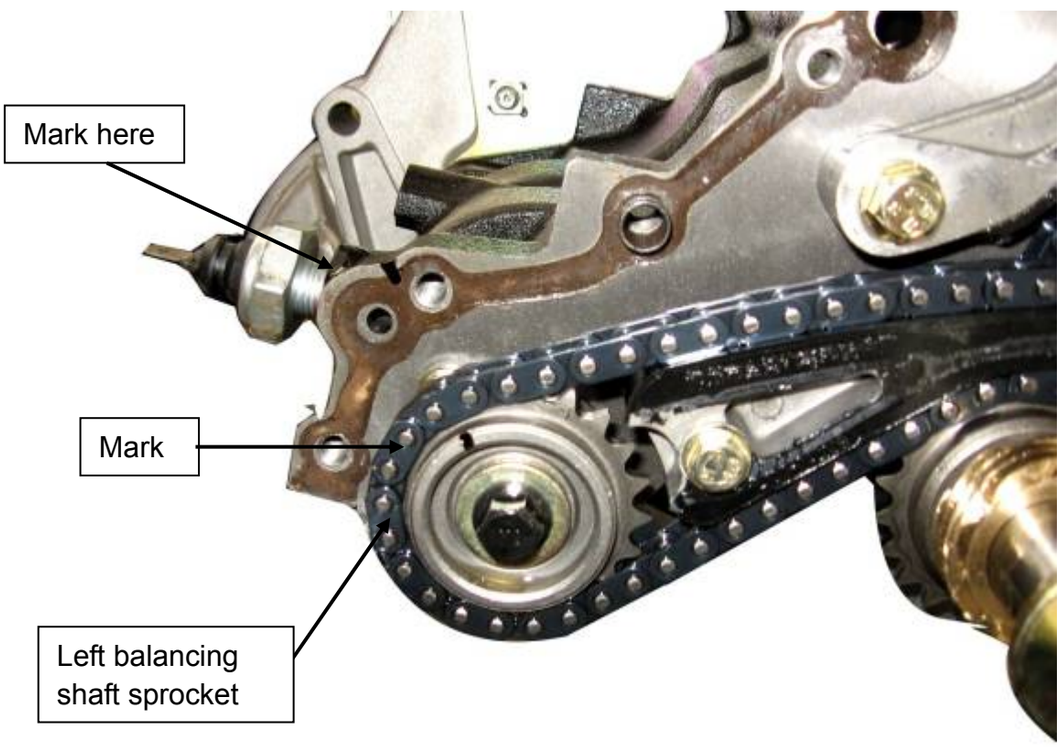

Figure 51
2. Make a mark between two holes as the Figure 51, and turn the left balancing shaft sprocket, make sure the mark on the balancing shaft sprocket aligned to the mark made at the beginning of this step.